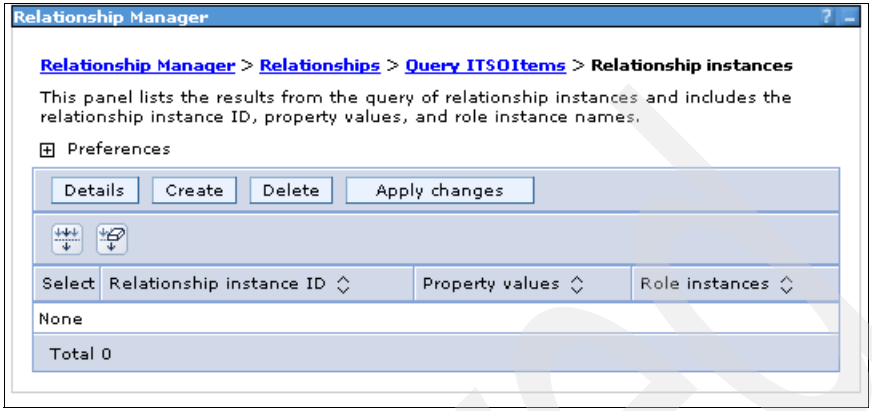

Figure C-10 The Relationship instances page
8. In the Relationship instances page (Figure C-10), at the moment, we have no relationship instances. Click **Create** to create a new one.